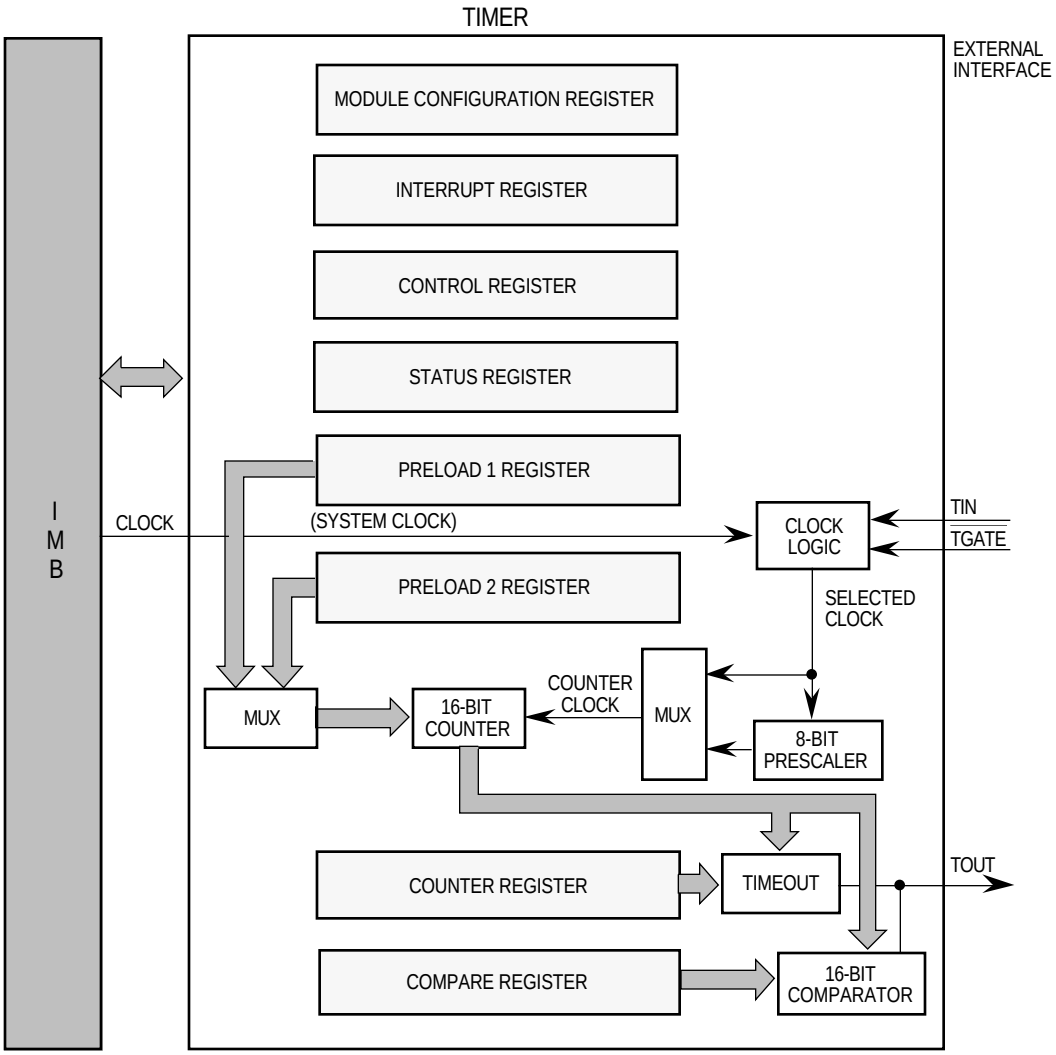

Figure 8-2. Timer Functional Diagram
The timer has several functional areas: an 8-bit countdown prescaler, a 16-bit down counter, time-out logic, compare logic, and clock selection logic. Figure 8-2 shows a functional diagram of the timer module.
8.1.1.4 CLOCK SELECTION LOGIC. The clock selection logic consists of two multiplexers that select the clocks applied to the prescaler and counter. The first multiplexer (labeled clock logic in Figure 8-2) selects between the clock input to the timer (TIN) or one-half the frequency of the system clock (CLKOUT). This output of the first multiplexer (called selected clock) is applied to both the 8-bit prescaler and the second multiplexer. The second multiplexer selects the clock for the 16-bit counter, which is either the selected clock or the 8-bit prescaler output.